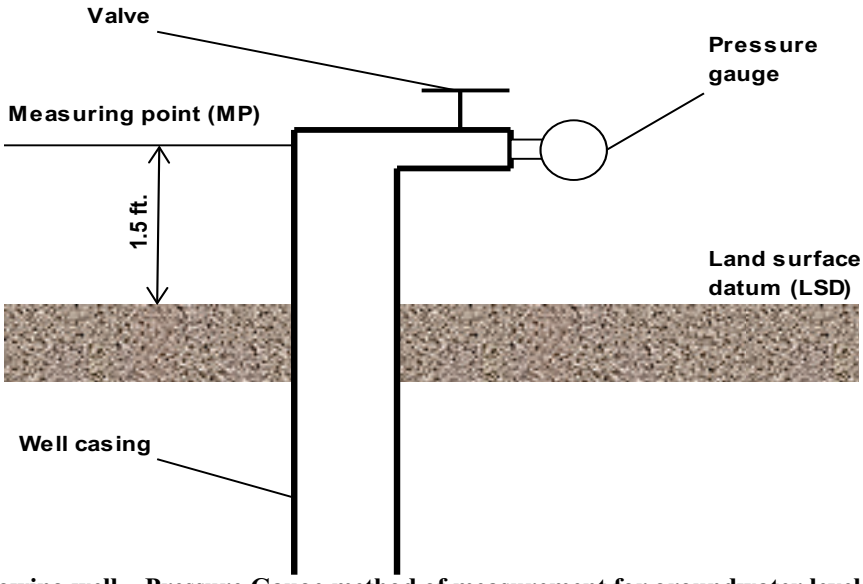

Figure 5. Flowing well – Pressure Gauge method of measurement for groundwater levels (not to scale).
2) Install a pressure gauge with hose bib to the discharge point, this is the measuring point (MP).
6) For flowing wells, the MP is *added* to the feet of water above the MP. For example (see Figure 5), if the feet of water above MP is 35.2 and the MP is +1.5, the calculation is 35.2 + (+1.5) = 36.7 feet.